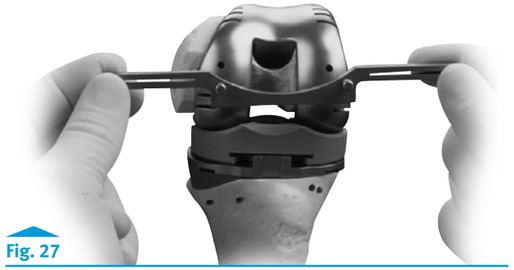

Fig. 27
- Insert the tabs of the Revision Rotational Alignment Guide into the posterior augment resection slots of the Femoral Provisional/Cutting Guide **(Fig. 27)**.